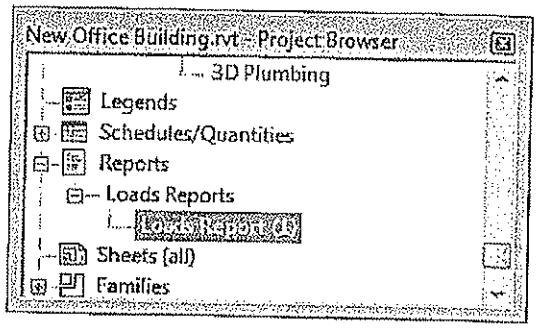

Figure 7–17
- The Loads Report (shown in Figure 7–18), includes summaries for the Project, Building, and each Zone.